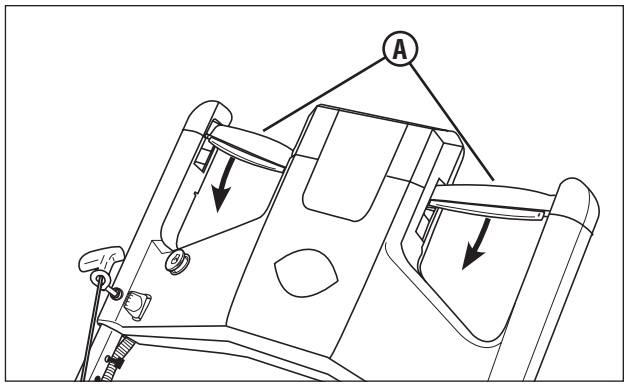

Figure 7 : Faire avancer la tondeuse
2. Commencez à pousser lentement vers l'avant la commande d'entraînement **(A, Figure 7)** pour faire avancer la tondeuse. La vitesse en marche avant peut être augmentée en poussant davantage vers l'avant la commande d'entraînement.